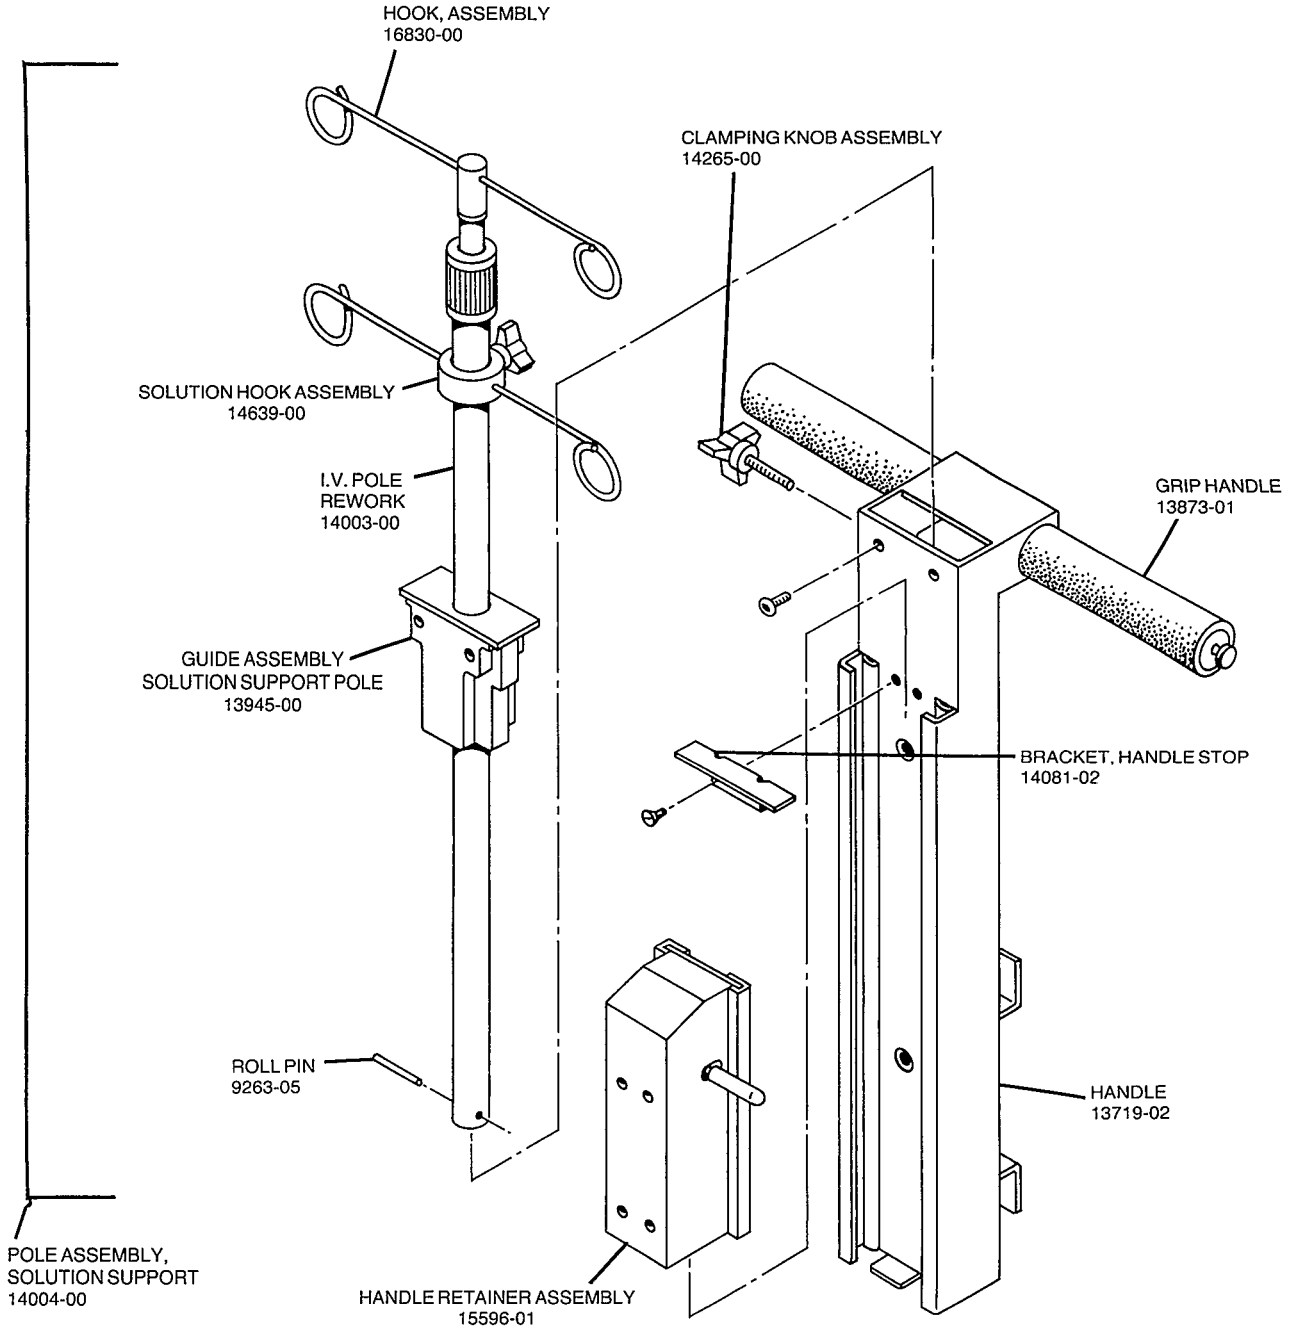

Figure 6-2, Handle assembly 14275-00
6.1.1 IV pole (See Figure 6-2.)